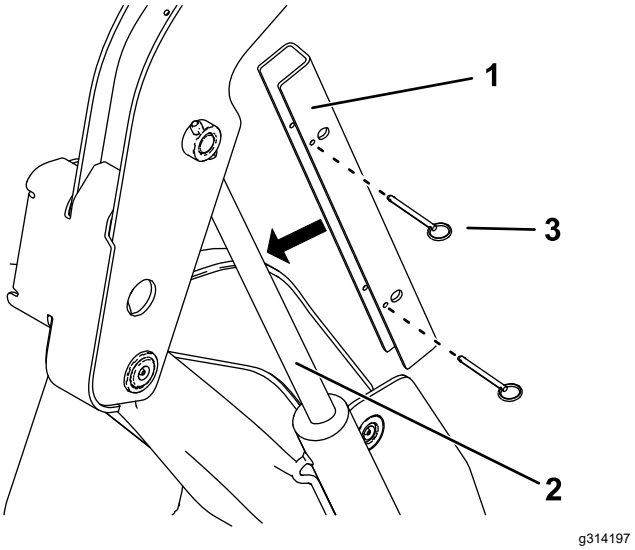

**Figur 31**
5. Placera cylinderlåset över lyftcylinderstaven (Figur 31).